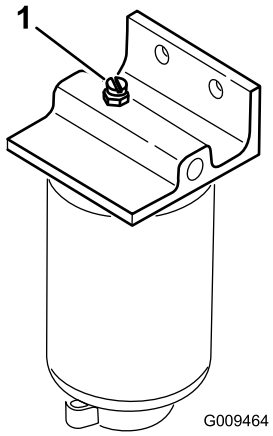

Figure 41
3. Open the vent plug on the fuel/water separator (Figure 41)